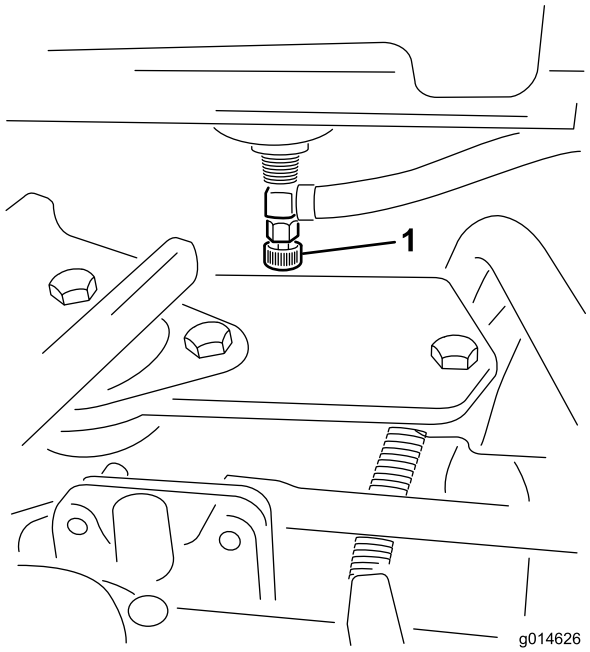

**Figur 49**
1. Stäng bränslekranen (Figur 49) under bränsletanken.